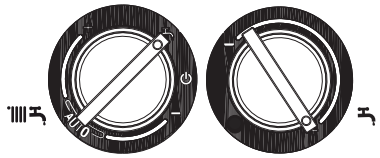

Рис. 4.3
- установите регулятор температуры в контуре ГВС (рис. 4.3) в максимальное положение.